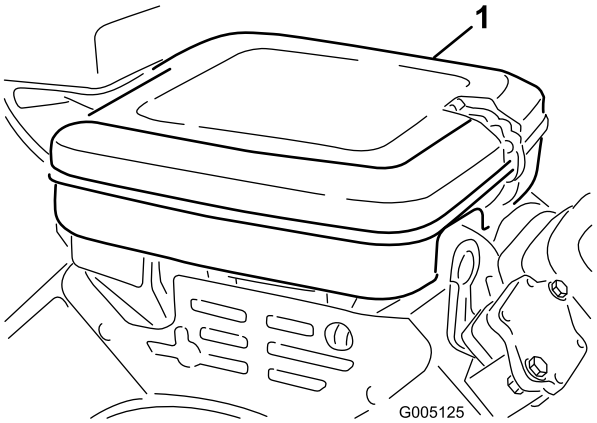

Figuur 41
1. Maak de sluitklemmen los en verwijder het luchtfilterdeksel (Figuur 41). Reinig het deksel grondig.